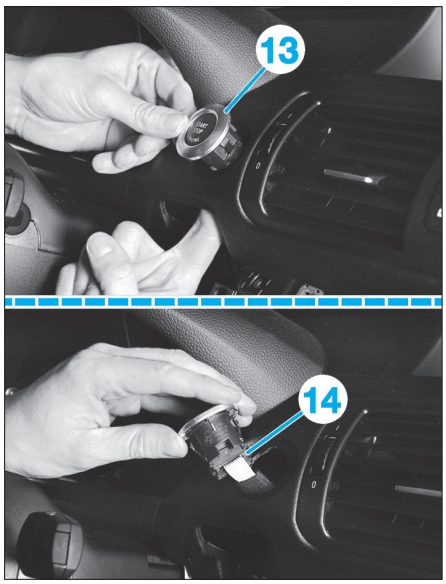

Fig. 47
• Extraire le contacteur à clé et débrancher le connecteur (12).
• Déposer le contacteur de démarrage (13) comme illustré **(Fig.47)**.